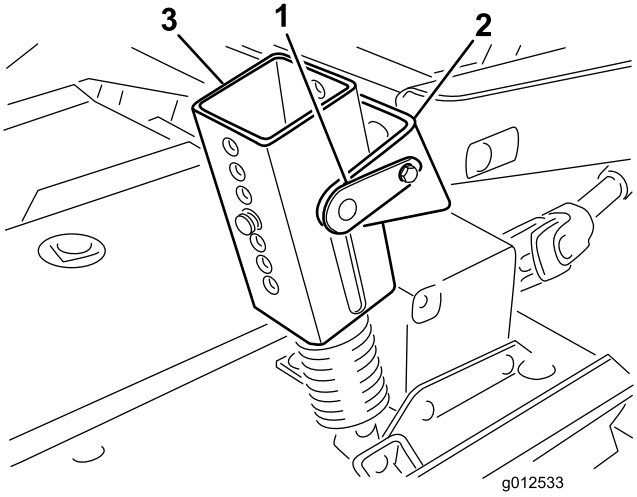

Figure 1
2. On 200 Series traction units only, disconnect the counterbalance from the traction unit, remove the lock pins from the brackets, separate the spring tension assemblies from the brackets, and lay them down on the deck. Loosely secure the lock pins to the brackets to prevent losing them (Figure 1).